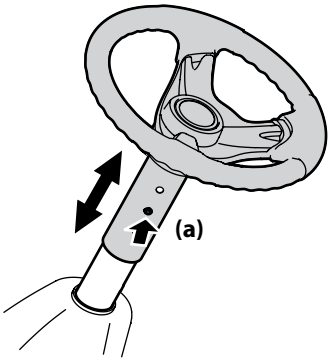

Figura 3-2
2. Pulse el botón (a) de la columna de la dirección y eleve o baje el volante hasta la posición deseada. Consulte la Figura 3-2.